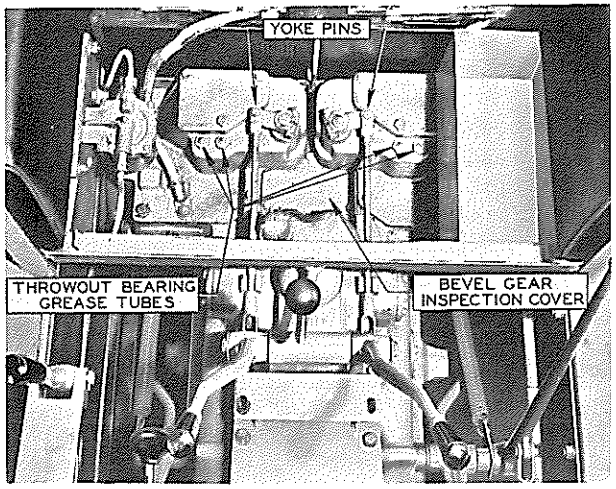

FIG. 7
2. Remove yoke pins from rear end of steering clutch throwout rods. Fig. 7.
4. Remove bevel gear inspection cover by taking out three capscrews. Fig. 7.